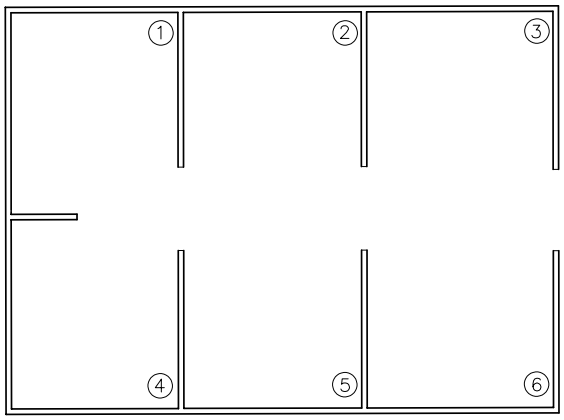

Figure 17-11 *Floor plan drawing for Example 2*
1. Draw the floor plan shown in Figure 17-11 (assume the dimensions).